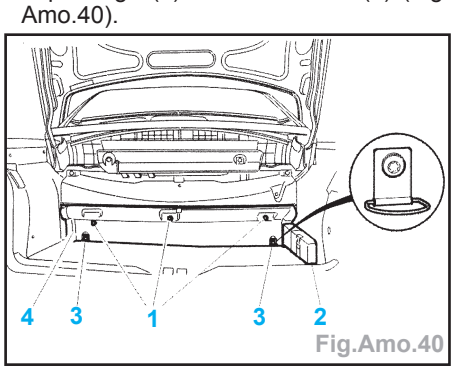

Fig.Amo.40
- Déposer la garniture inf. de boîtier électronique en déposant la boite de dépannage, les agrafes (1), la boite de dépannage (2) et les crochets (3) (Fig. Amo.40).